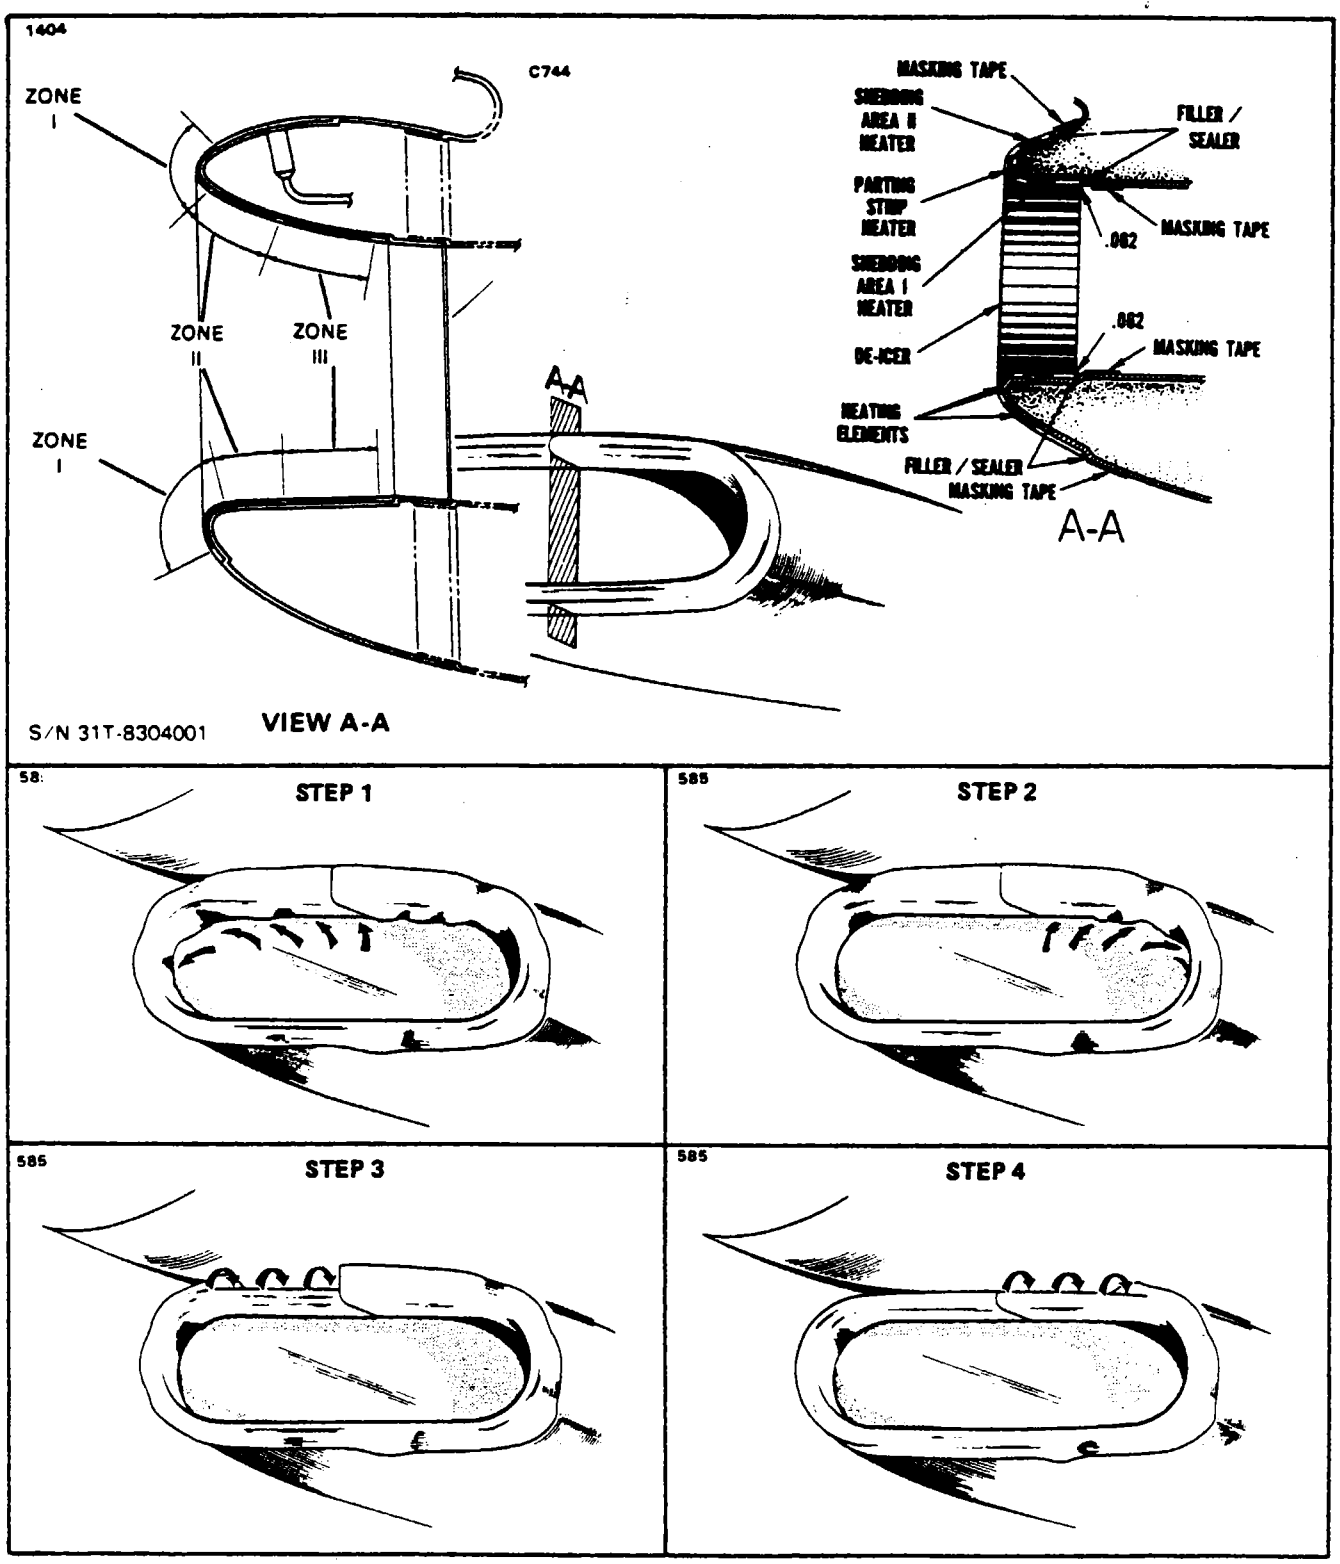

Figure 14-18. Engine Air Inlet Lip Deicer Installation
r. Apply one even coat of sealer around the edge of the installed deicer outside and inside the intake scoop and in the seam at the top of the scoop where the ends of the deicer meet. (Refer to Figure 14-18.)
14-45a. INSTALLATION OF ENGINE INLET LIP DEICER AND REQUIRED MATERIALS. (Refer to Figure 14-18.) (S/N 31T-8304001 and up.) PP\68168
l. Apply masking tape around the edges of the inlet where the boot meets the fiberglass edges (See Figure 14-18, View A-A) to prevent sealer from contacting any areas beyond the deicer boot edges.